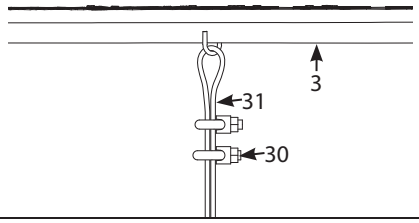

FIGURE 13B
Attach one end of the cable (31) to the loop in the center platform brace (3) using two cable clamps (30). **SEE FIGURE 13B.**